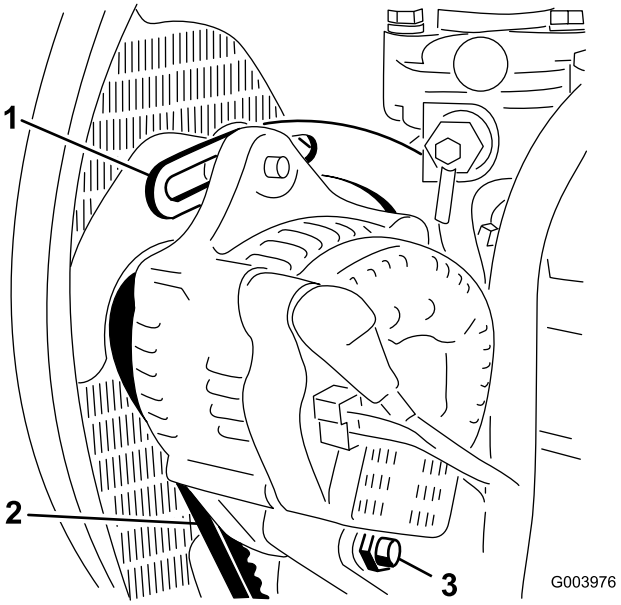

Figur 67
2. Kontrollera generatorremmens spänning genom att trycka ned remmen (Figur 67) mittemellan generatorn och vevaxelskivorna med en kraft på 10 kg.
3. Lossa den bult som håller fast staget på motorn (Figur 67), den bult som håller fast generatorn på staget samt axelbulten.